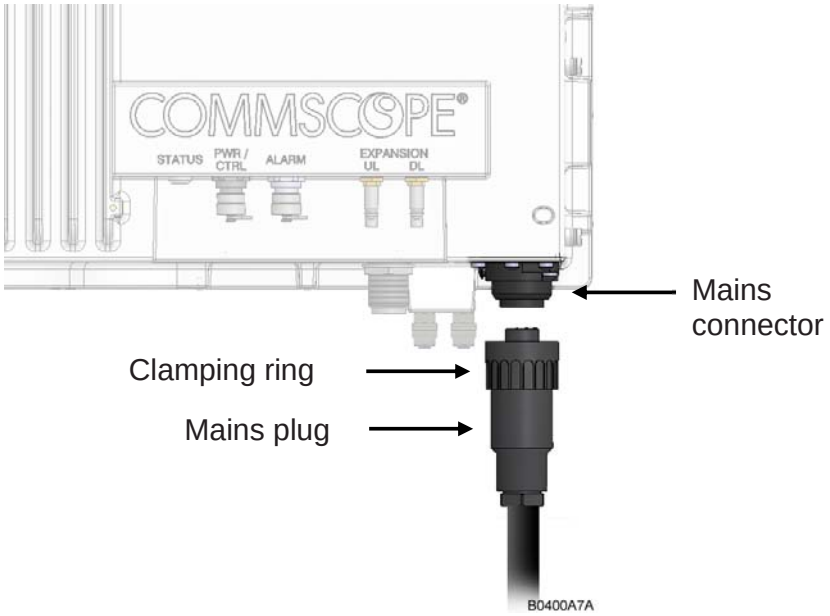

*figure 4-22 Connect mains plug*
8. Insert the plug into the Mains connector (figure 4-22) and tighten the clamping ring until it is hand tight. Do not over-tighten the clamping ring.